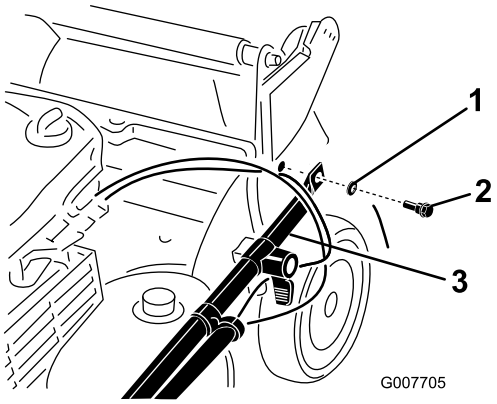

Figur 3
2. Fastgør håndtagesenderne på plæneklipperhuset med to skiver og to håndtagsbolte (Figur 3). **Tilspænd ikke håndtagsboltene.**
Vigtigt: Før kablerne om på *ydersiden* af håndtaget (Figur 3).